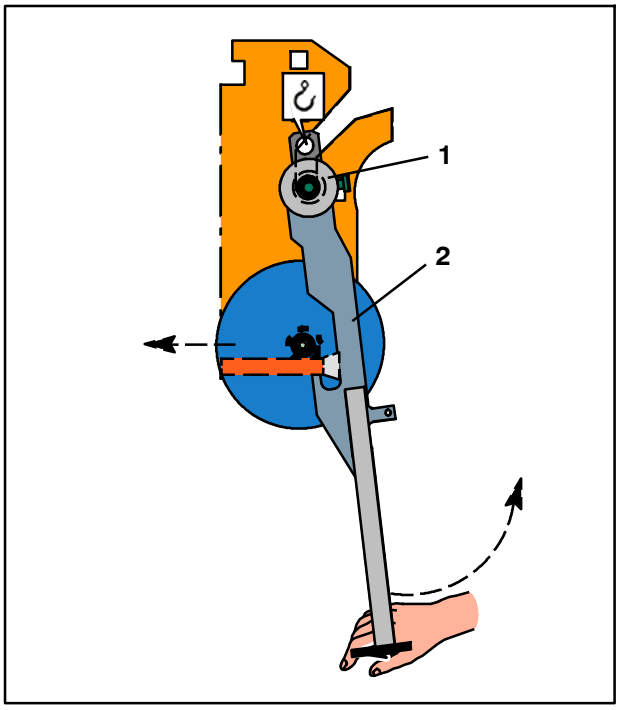

Fig. 146 Dispositif de suspension
14. Actionner la grue d'atelier et abaisser le dispositif de suspension jusqu'à ce que les galets de centrage (Fig. 146/1) du dispositif de suspension (Fig. 146/2) reposent au fond des guidages forcés.